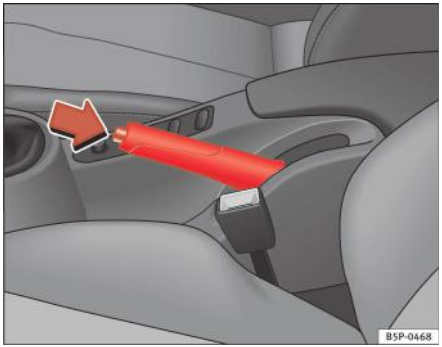

Fig. 147 Frâna de mână amplasată între scaunele din față
– Trageți ferm în sus maneta frânei de mână ⇒ fig. 147.
– Ridicați ușor maneta, apăsați butonul de deblocare în sensul săgeții ⇒ fig. 147 și coborâți complet maneta frânei de mână ⇒ ⚠.